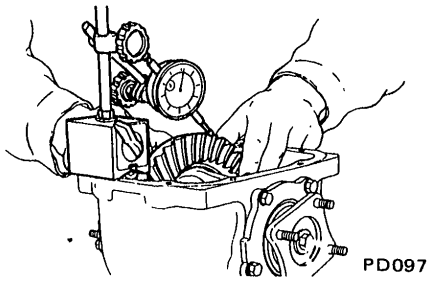

Fig. PD-24 Measuring the backlash of ring gear and pinion
4. Measure ring gear-to-drive pinion backlash by using a dial indicator and adjust it to 0.1 to 0.2 mm (0.0039 to 0.0079 in). See Figure PD-24.